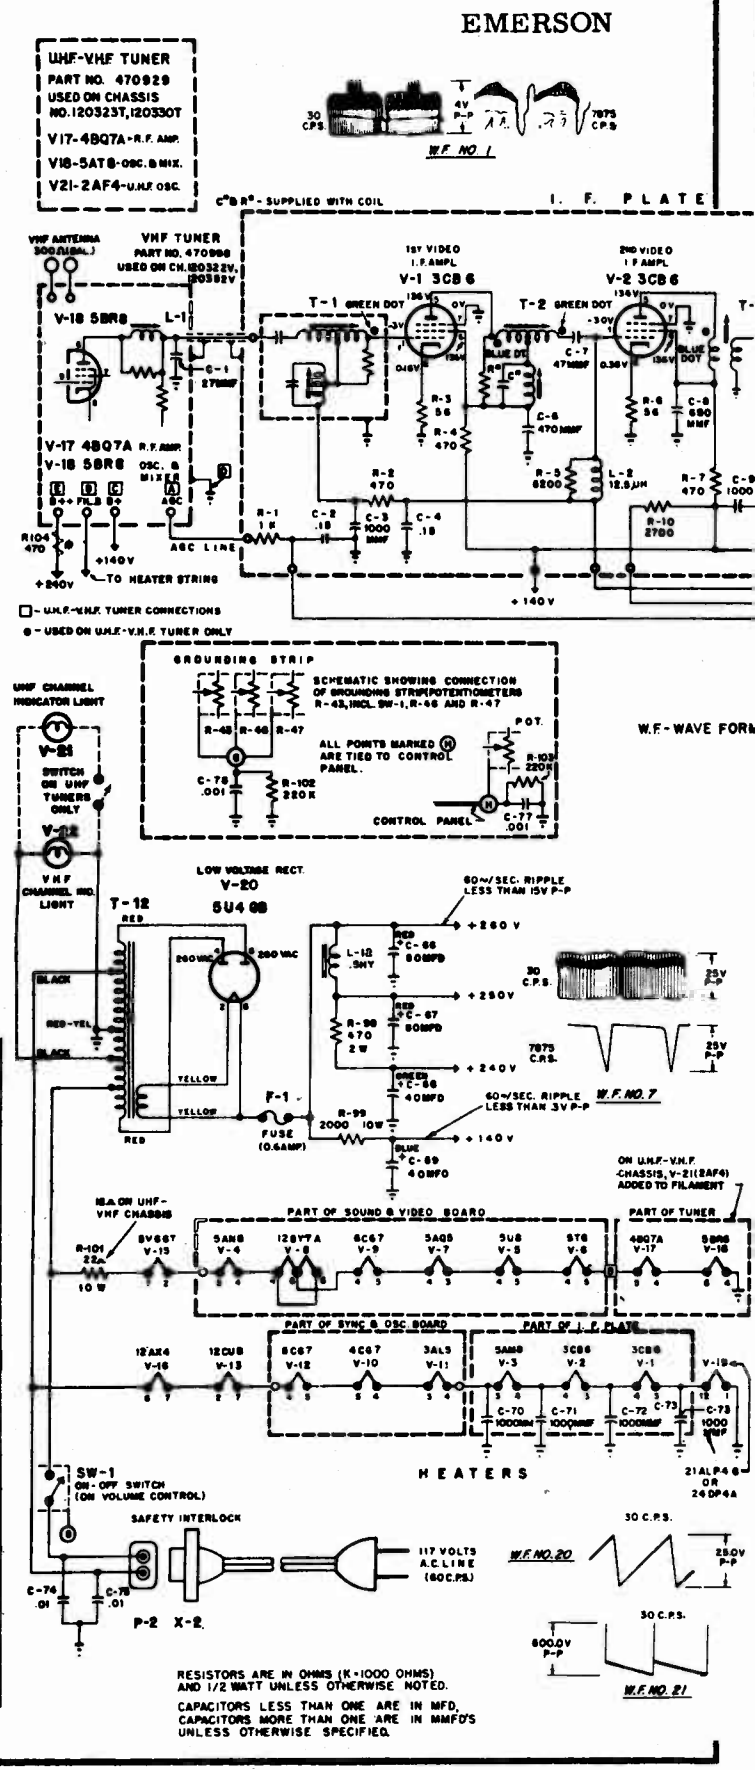

Figure 7 — HORIZ. & VERT. SWEEP PRINTED CIRCUIT BOARD
2. Short phasing coil L-8 by placing a jumper wire across C-54 which is in parallel with L-8. See Figure 7 for location of C-54. Short horizontal oscillator grid pin 7 of V12, 6CG7 to chassis.